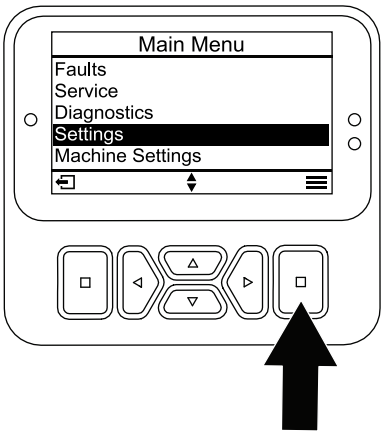

Figura 24
1. A partir do MENU PRINCIPAL, percorra até ao menu de DEFINIÇÕES e prima o botão de seleção (Figura 24).